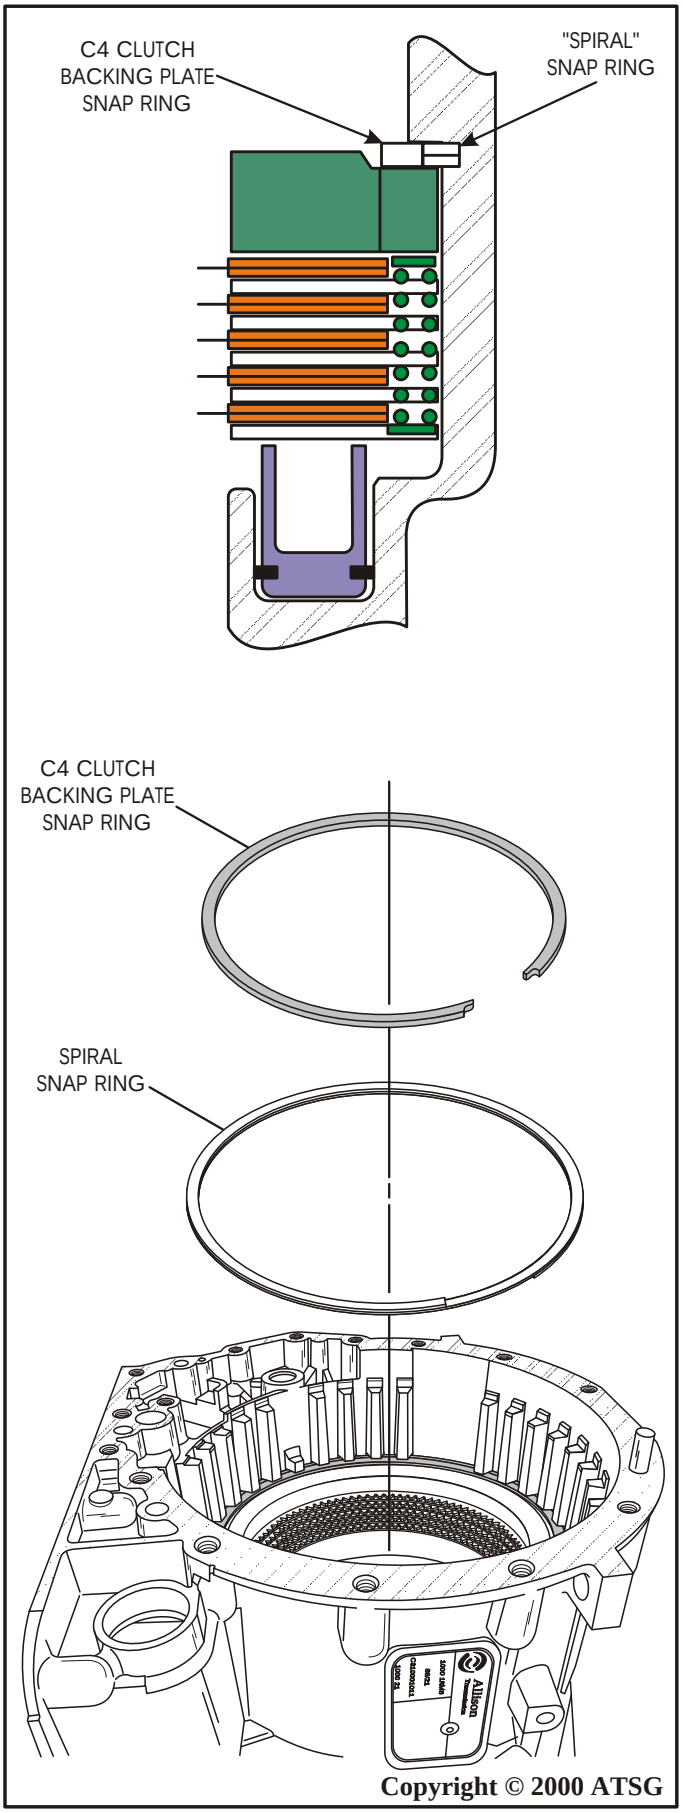

Figure 151
8. Install the "spiral" snap ring into case groove as shown in Figure 151.
9. Install the C4 clutch backing plate snap ring into the ***same groove as the spiral snap ring,*** as shown in Figure 151.